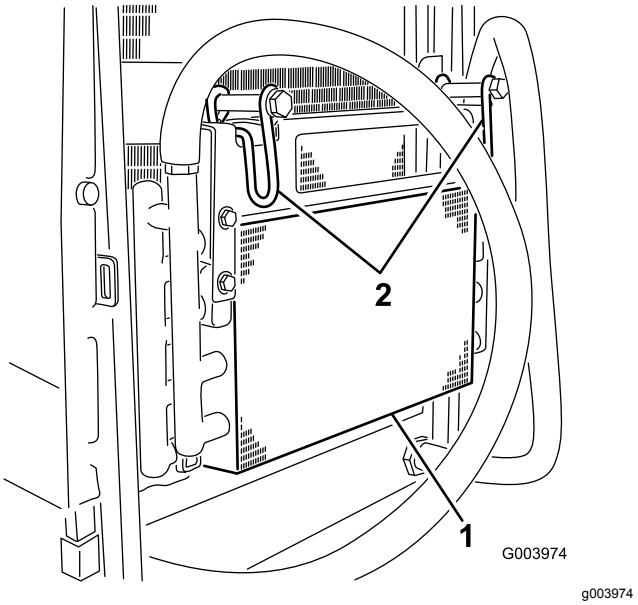

Figur 66
5. Drej låsehåndtagene indad, så oliekøleren løsgøres (Figur 66).